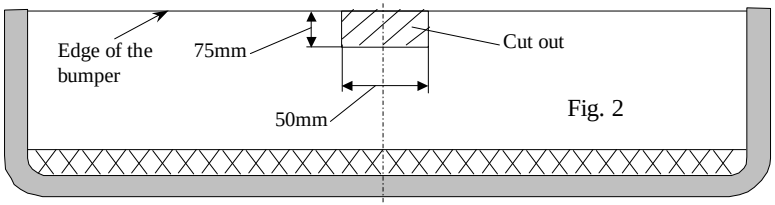

Fig. 2
2. Cut out fragment of the bumper according with fig. 2. Inside part fragment 50x75mm.